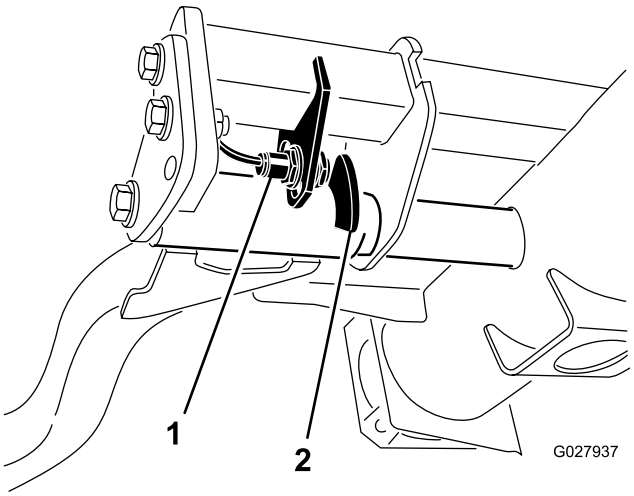

**Figura 36**
2. El interruptor del brazo de elevación está situado debajo del depósito de aceite hidráulico y detrás del brazo de elevación delantero derecho (Figura 36).
3. Afloje los tornillos de montaje del interruptor (Figura 36) y desplace el interruptor hacia abajo para aumentar la altura de giro del brazo de elevación, o hacia arriba para reducir la altura de giro del brazo de elevación.